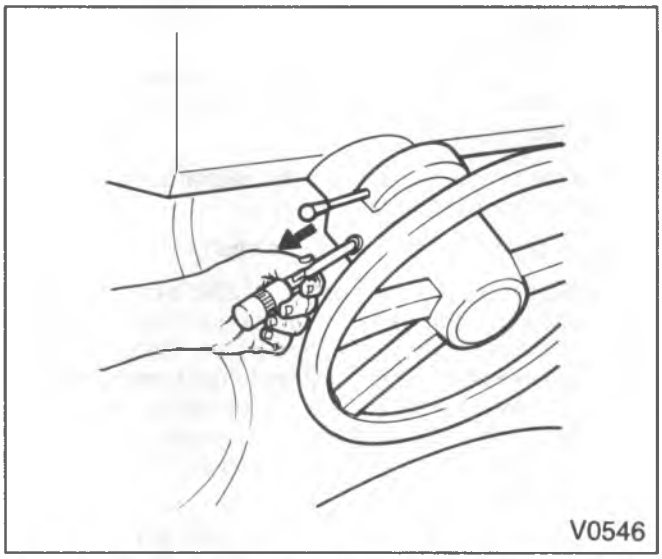

Figure 11 – Removing/Installing Multi-Function Lever
- Grasp lever and pull it straight out of the pivot. Gently pull harness out of column and disconnect. See figure 11.